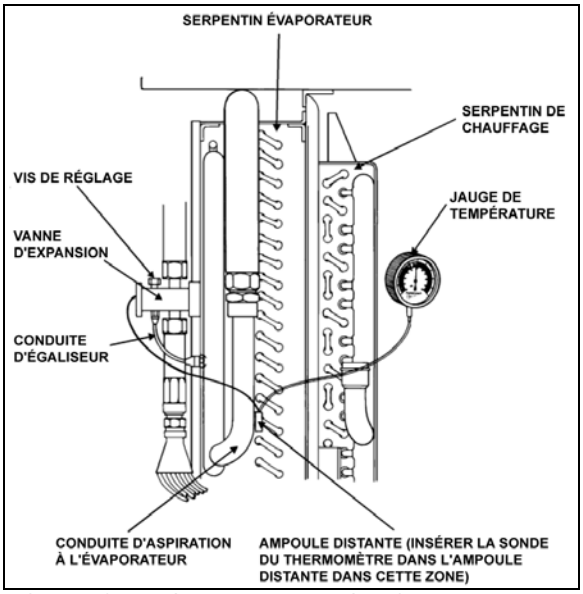

FIGURE 52: AJUSTEMENT DE LA SURCHAUFFE.
3. Utiliser un thermomètre avec lecture à distance ou un thermocouple / multimètre pour mesurer la température à la conduite de sortie de l'évaporateur près du bulbe distant existant (Figure 52).